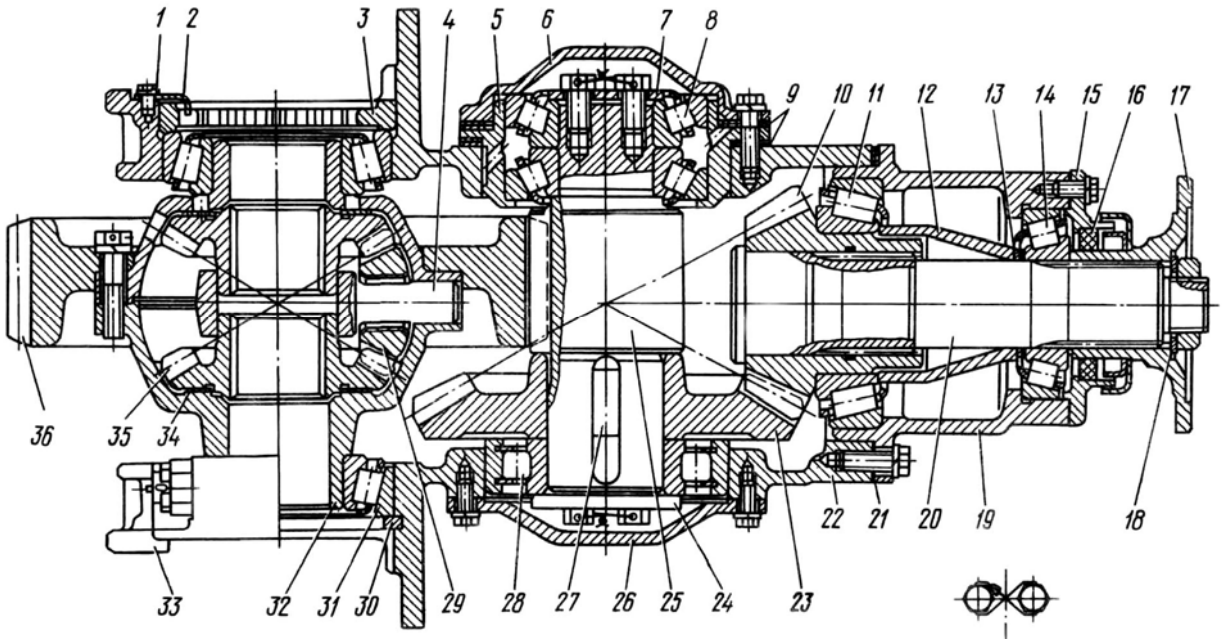

Рис.47. Редуктор главной передачи переднего моста:
23. Разборку, замену деталей, регулировку и сборку редуктора (рис.47) главной передачи переднего моста проводите аналогично подобным работам по редуктору главной передачи заднего (среднего) моста, приведенным в подразделе «Задний (средний) мост».